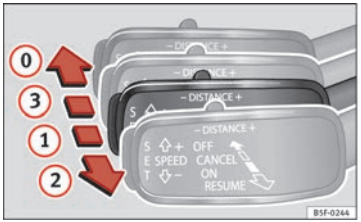

Fig. 132 On the left of the steering column: Third lever for using the adaptive cruise control.
- Pull the lever to position (1) ⇒ Fig. 132. **ACC standby** will appear on the instrument panel display. ▶